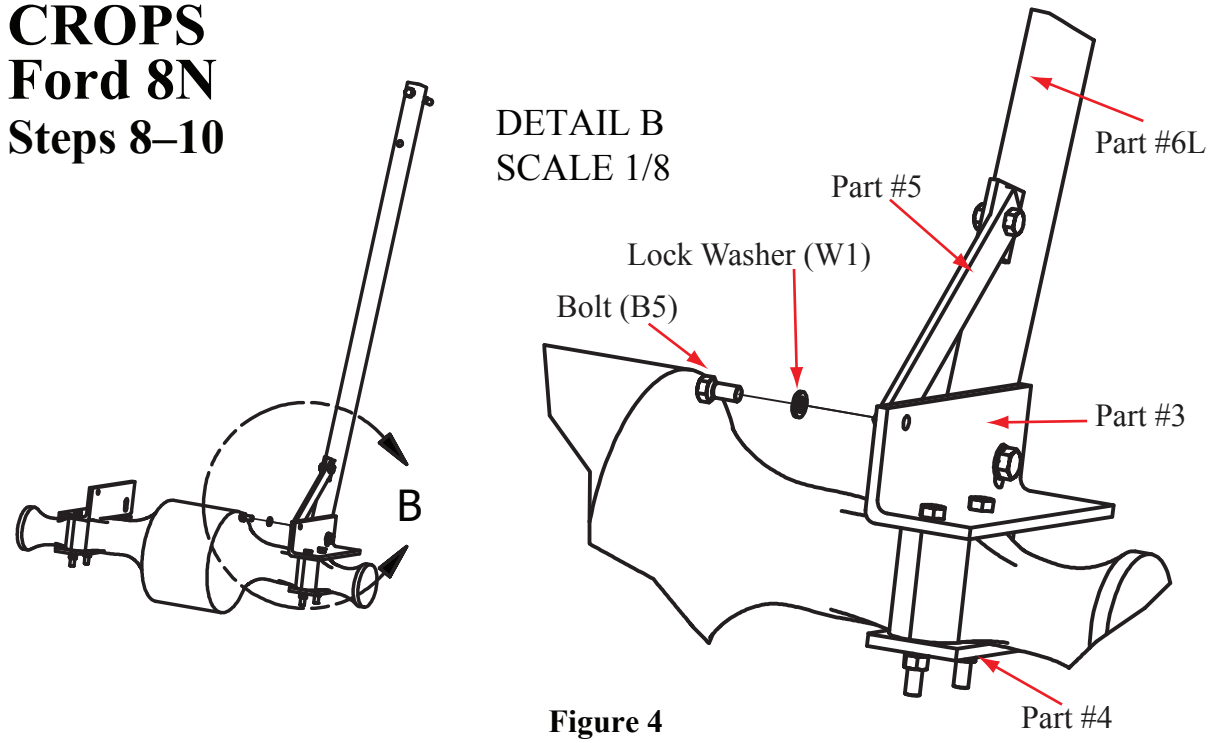

Figure 4
Step 8. Attach vertical tube bolted brace (#5) to the top left axle bracket (#3) with bolt (B5) and lock washer (W1). Tighten to a snug fit. (Figure 4)